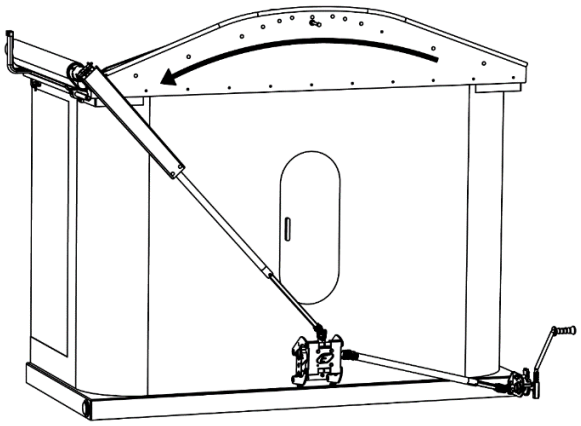

Figure 12
8. **Figure 12.** Operate the system to open the tarp completely.